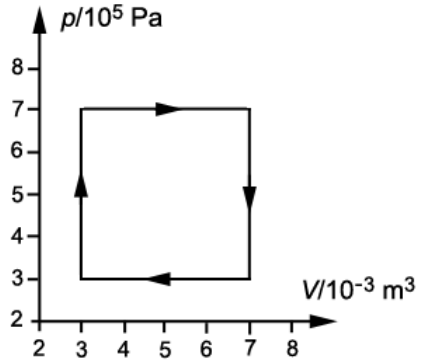

Figur 1:
1. I en kretsprocess för en värmemotor representeras nettoarbetet under ett varv av den inneslutna arean i ett pV-diagram. En motor genomlöper en "fyrkantig kretsprocess" enligt diagrammet i figur 1.